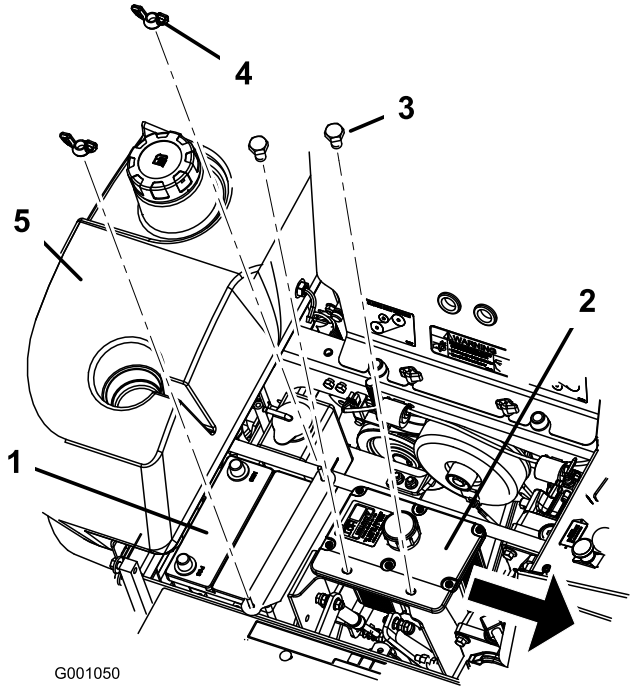

Figura 44
6. Retire ambas tuercas de orejeta (1/4 pulg.) que fijan la abrazadera de la batería (Figura 44).
7. Retire los dos pernos que sujetan el depósito de aceite hidráulico (Figura 44).
1. Coloque la batería en la bandeja, con los bornes frente al depósito de aceite hidráulico (Figura 44).
6. Fije la batería con pernos en J, brida y 2 arandelas (1/4 pulg.), y 2 tuercas de orejeta (1/4 pulg.) (Figura 44).